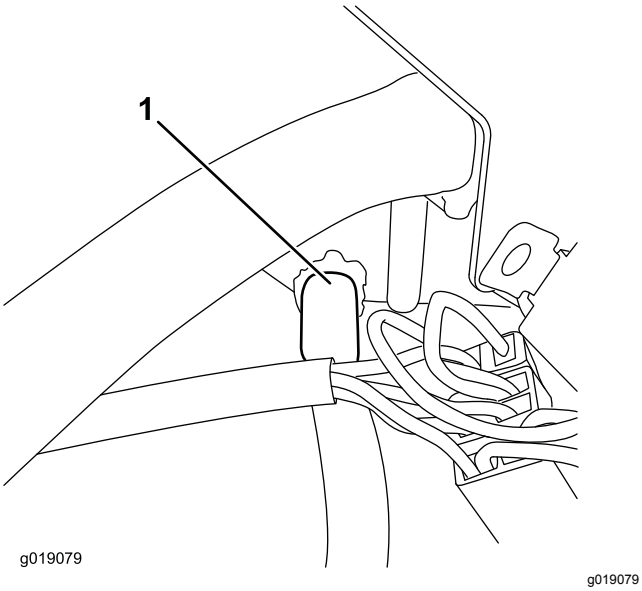

**Figura 18**
**Nota:** Se o bloqueio não puder ser alcançado com ferramenta flexível de desbloqueio, a outra extremidade do tubo pode ser desligada e soprada com ar comprimido (Figura 18).